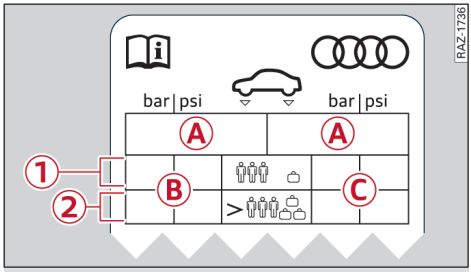

Fig. 151 B-pillar on driver's side: tyre pressure sticker
The correct inflation pressures for tyres fitted at the factory are specified on a sticker. The sticker ⇨ *Fig. 151* is on the B-pillar (driver's side).
- Refer to the sticker ⇨ *Fig. 151* for the correct tyre pressures.
are given on the tyre pressure sticker ⇨ *page 317, Fig. 151*.